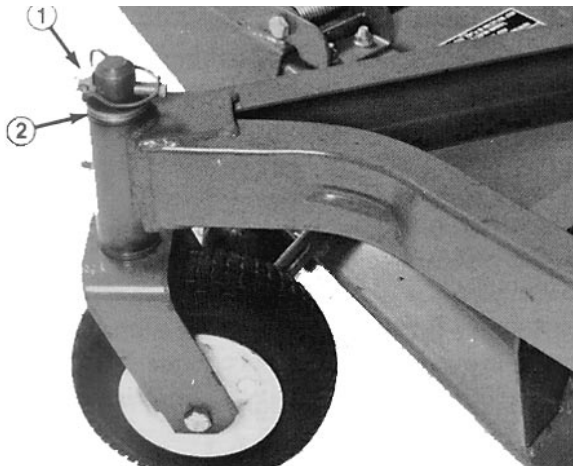

Fig. 12
4. Sæt uddriveren ind i den øverste eller nederste del af monteringsrøret og driv bøsningen ud af røret (fig. 12). Den anden bøsning skal også drives ud af røret. Rens indersiden af monteringsrøret for at fjerne evt. snavs.